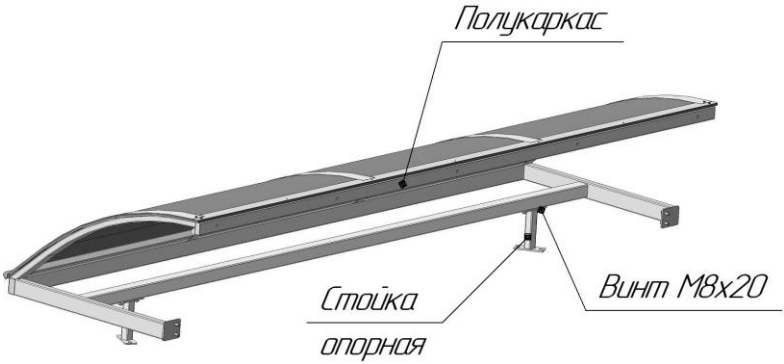
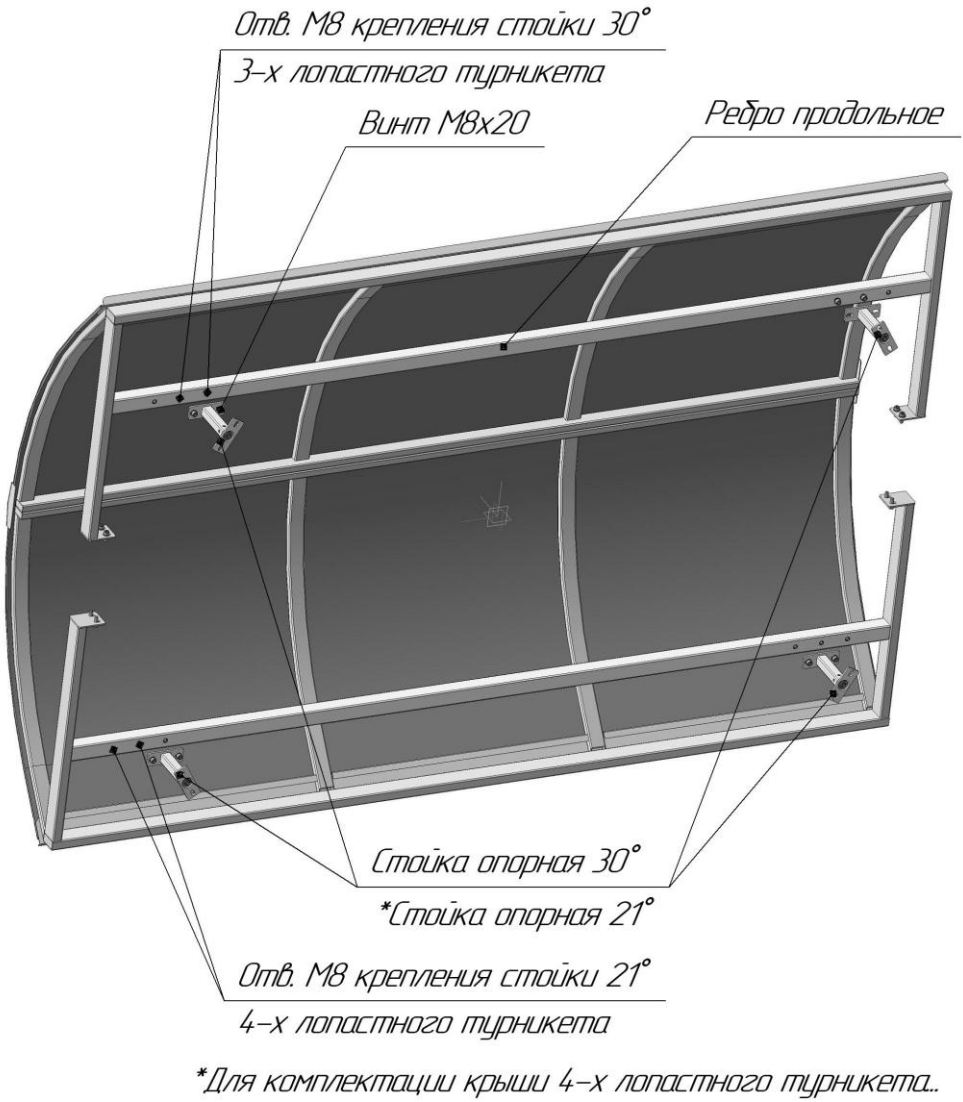

Рис. 2 Монтаж опорных стоек
Рис. 3 Крыша для турникета полноростового серии «Ростов-Дон ПР2/М2»
6.3. К нижней плоскости продольных ребер полукаркаса крыши в зависимости от исполнения турникета прикрутите опорные стойки (рис.2, рис.3) винтами М8х20 (затяжка предварительная).